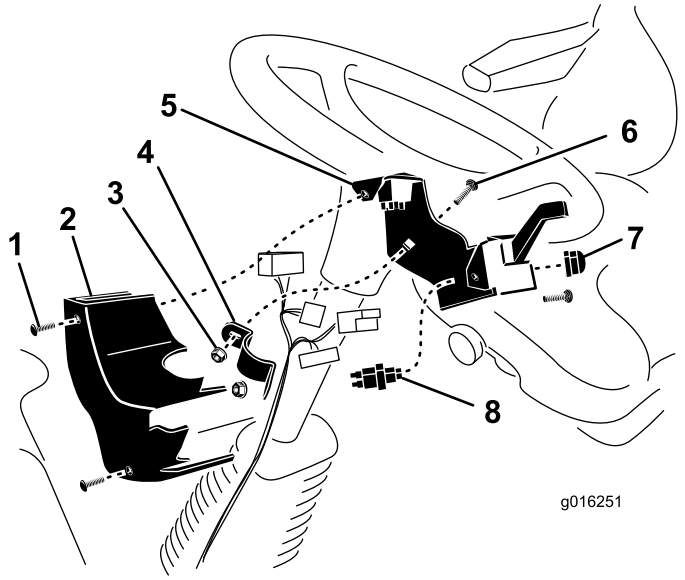

Figure 5
1. Mount the horn switch to the column bracket with the **rubber** horn button (Figure 5). Do not use the silver button included with the horn.
2. Mount the column bracket assembly to the rear of steering column with the column bracket mount, (2) 3/8 inch x 1 inch carriage screws and 3/8 inch flange nuts. Position the column bracket as high as possible on the steering column as shown in Figure 5. Make sure the column bracket does not interfere with the steering wheel.
3. After the wire harness is connected to the switches, mount the column cover to the column bracket (2) speed nuts with screws (Figure 5).